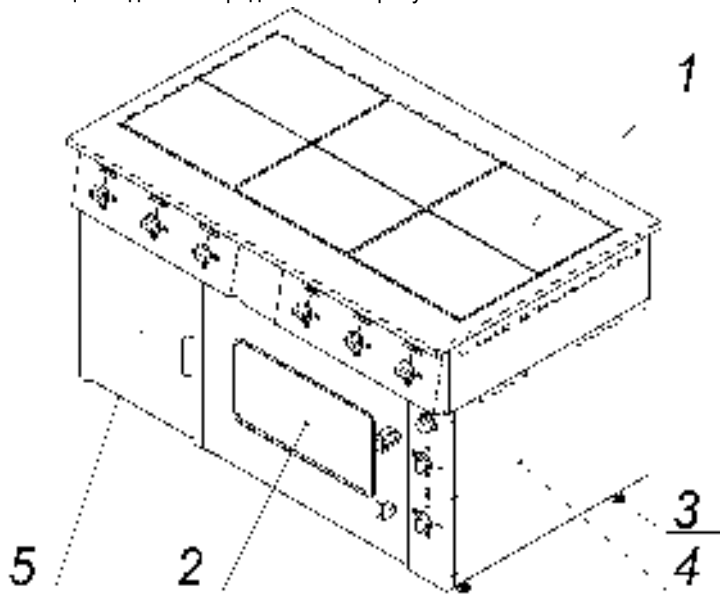
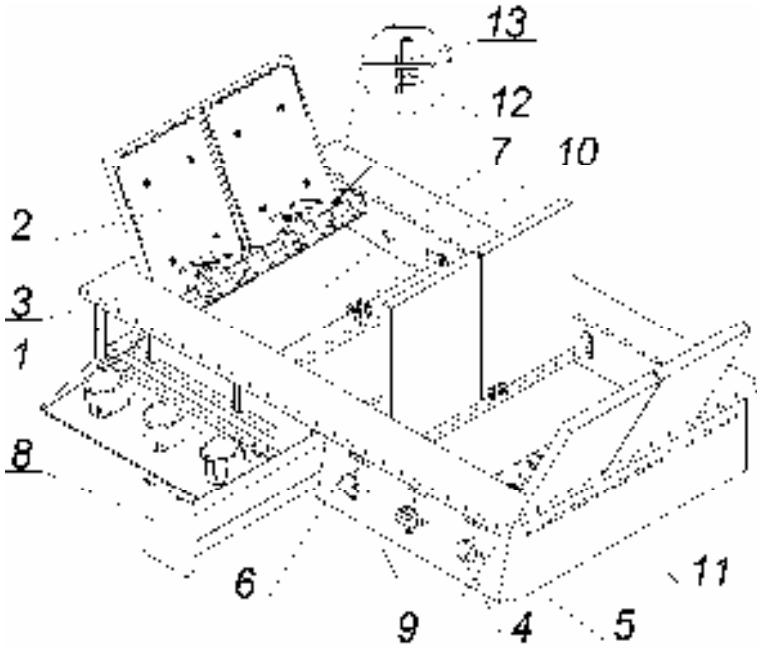
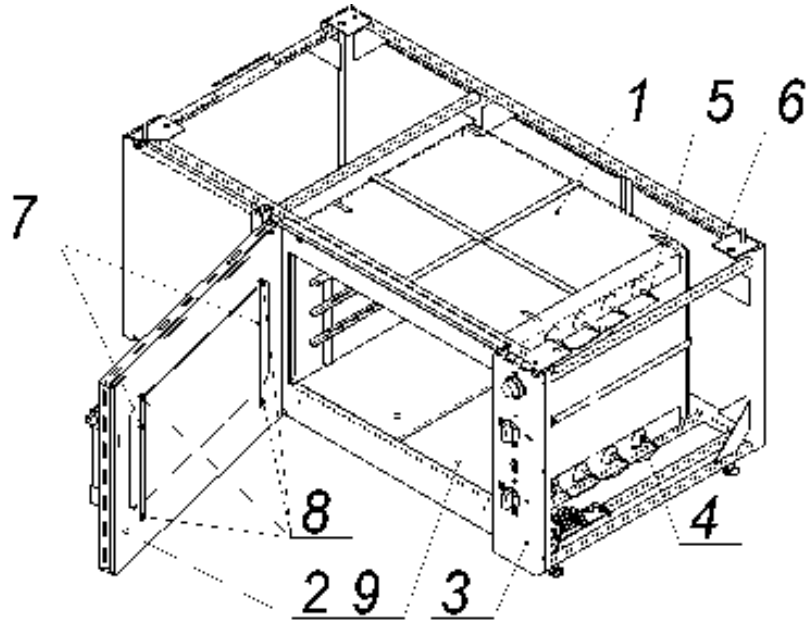
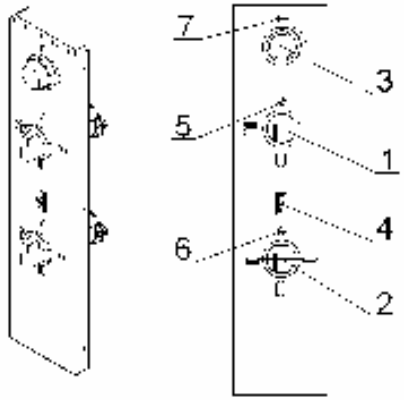

Рис.1
Рис. 2
Рис.3
Рис.4
4.3 Собственно плита (рис.2) установлена на жарочный шкаф (рис.1. поз.2) и состоит из каркаса (поз.1), с закрепленными на нём конфорками (поз. 2), столом (поз.3), облицовочными (поз.11) и приборными панелями (поз.5).
4.3.3 Для обслуживания и санитарной уборки, плита оборудована (см. рис.2) поддоном (поз.7) и выдвижным лотком (поз.8), так же обеспечен (см. рис.2) свободный доступ к внутренним поверхностям плиты:
4.4 Жарочный шкаф состоит из тепловой (рабочей) камеры (рис.3 поз.1), закрываемой дверкой (рис.3, поз.2) и приборной панели (рис.3, поз.3).
- Снять панель управления (рис.3, поз.3) или правую облицовочную панель (рис.1, поз.4);
- Снять панель управления (рис.3, поз.3) или снять правую облицовочную панель (рис.1, поз.4);
- Открыть дверку и вынуть из камеры подовые короба (рис.3, поз.9);
- Снять панель управления (рис.3, поз.3) или снять правую облицовочную панель (рис.1,поз.4);
4.5 Приборы управления и светосигнальная арматура размещены (рис.4) на приборной панели (рис.3 поз.3), которая расположена с правой стороны шкафа.
4.5.1 Ступенчатое регулирование мощности верхних и нижних ТЭНов осуществляется установкой ручек переключателей (поз.1 и 2) в фиксированные положения, обозначенные на приборной панели символами **I, II и III,** что соответствует режимам нагрева ТЭНов: слабый, средний и сильный. При этом, изменяется мощность ТЭНов (см. раздел 2, табл.1, п.12). Отключение ТЭНов производится установкой ручек переключателей в положение «0» (напротив сигнальных ламп рис.4, поз.5 и 6).
Установка и автоматическое поддерживание необходимой температуры (от 50 до 300^{0}С) в камере осуществляется терморегулятором (рис.4, поз.3).
Переключатели верхних и нижних ТЭНов, а также терморегулятор снабжены сигнальными лампами (рис.4, поз.5, 6 и 7).
7.9 После окончания приготовления продуктов отключите напряжение, подаваемое на нагревательные элементы конфорок и шкафа, установив ручки переключателей конфорок (рис.2, поз.4), ручки переключателей верхних и нижних ТЭНов шкафа (рис.4, поз. 1, 2) и лимб терморегулятора шкафа в положение «0» (сигнальные лампы должны погаснуть).
7.4 Установите (по часовой стрелке) лимбом терморегулятора (рис.4, поз.3) температуру в камере шкафа, предусмотренную технологией приготовления продукта (должна загореться сигнальная лампа рис.4. поз.7).
7.5 Установите ручки переключателей (рис.4, поз.1 и 2) верхних и нижних ТЭНов в положения **I**, **II** или **III** (должны загореться сигнальные лампы рис.4, поз.5 и 6).
7.7 Для визуального контроля состояния приготавливаемых в камере продуктов, при закрытой дверке, включите клавишей (рис.4, поз.4) лампу подсветки камеры.